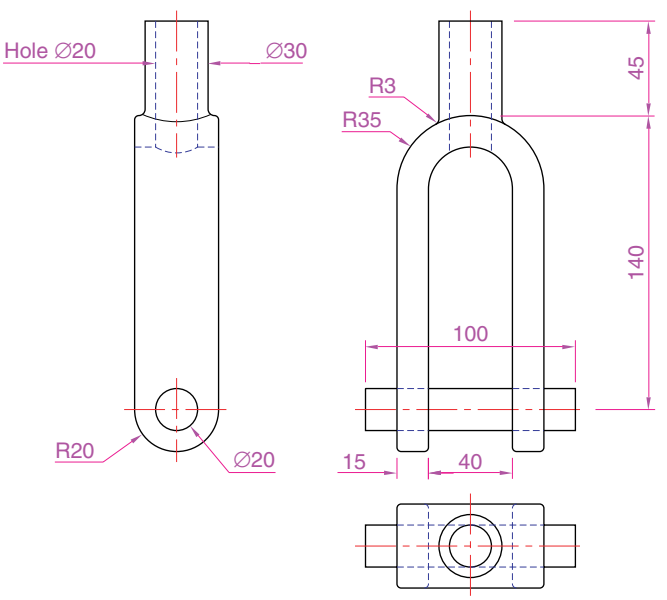

Fig. 17.43 Exercise 6
6. A fork connector and its rod are shown in a two-view projection in Fig. 17.43. Construct a 3D model drawing of the connector with its rod in position. Then add lighting to the scene, place in an **Isometric** viewing position, add materials to the model and render.